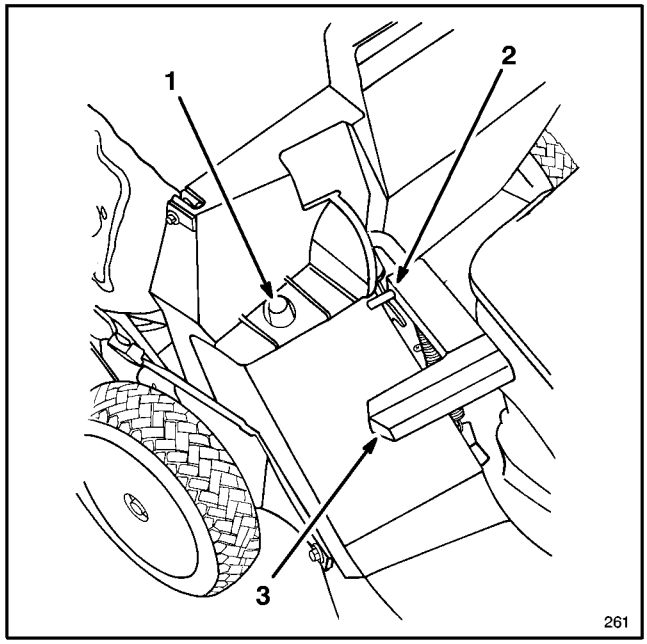

Figure 13
2. Ensure discharge door handle is fully forward and pin is engaged in catch (Fig. 13).
3. INSTALLING BAG—Slide hole in bag frame onto retaining post on housing (Fig. 13) and set rear of bag frame onto lower handle.
5. EMPTYING BAG—Stop engine and wait for all parts to stop. Raise discharge door handle and move it forward to engage the locking pin with catch (Fig. 13). Grasp handle at front and rear of bag and lift bag off mower. Gradually tip bag forward to empty clippings.